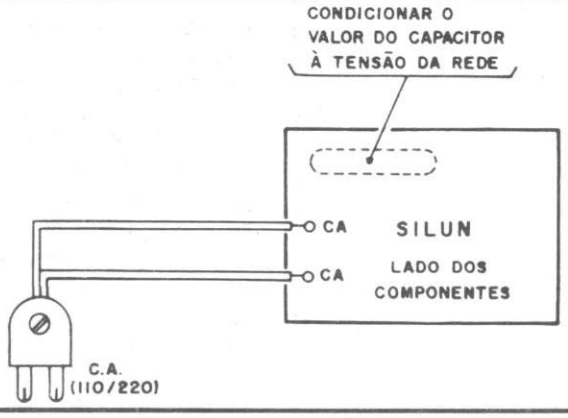

Fig. 5
- **FIG. 5** - Ligações para o SILUN funcionar sob alimentação direta da rede C.A. É só ligar o "rabicho" aos pontos indicados e (IMPORTANTE) adequar o valor do capacitor assinalado à tensão da C.A. local.